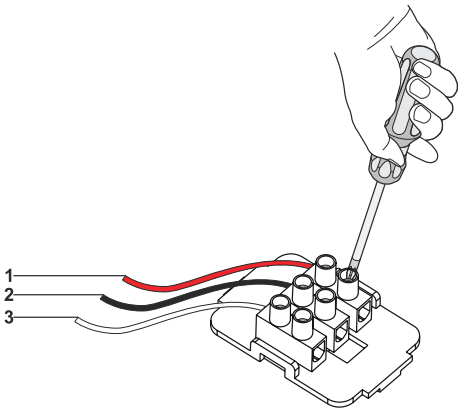

Fig. 18
1. **NC / COM:**Når disse 2 forbindelser bruges og emhætten slukkes vil emhætten give det forbundene apparat konstant signal. (Fig. 18).
2. **NO / COM:**Når disse 2 forbindelser bruges og emhætten tændes vil emhætten give det forbundene apparat konstant signal. (Fig. 18).